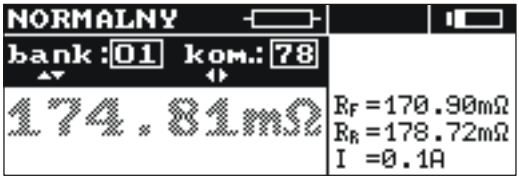

Rys.10. Wygląd ekranu w trybie wpisywania do pamięci: a) komórka pusta b) komórka z zapisanym wynikiem (wynik główny wyświetlony szarymi fontami)
- wcisnąć klawisz 10 . Na ekranie zostanie wyświetlony nr aktualnie używanego banku i nr bieżącej komórki (Rys.10). Obwódka wokół nr banku oznacza, że co najmniej jedna komórka w nim jest zajęta. Obwódka wokół nr komórki oznacza, że komórka jest zajęta.